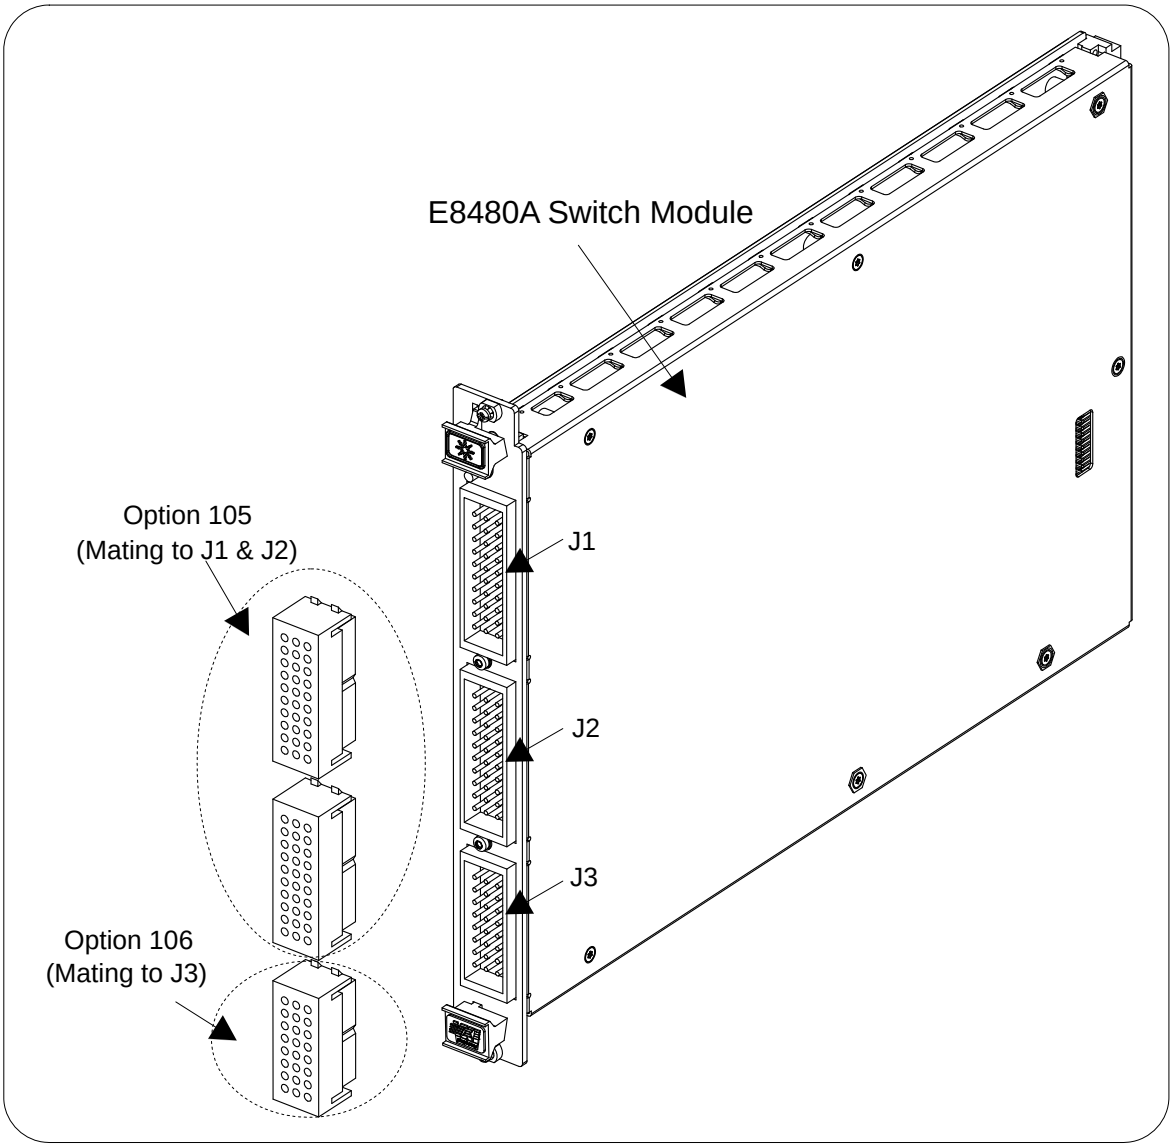
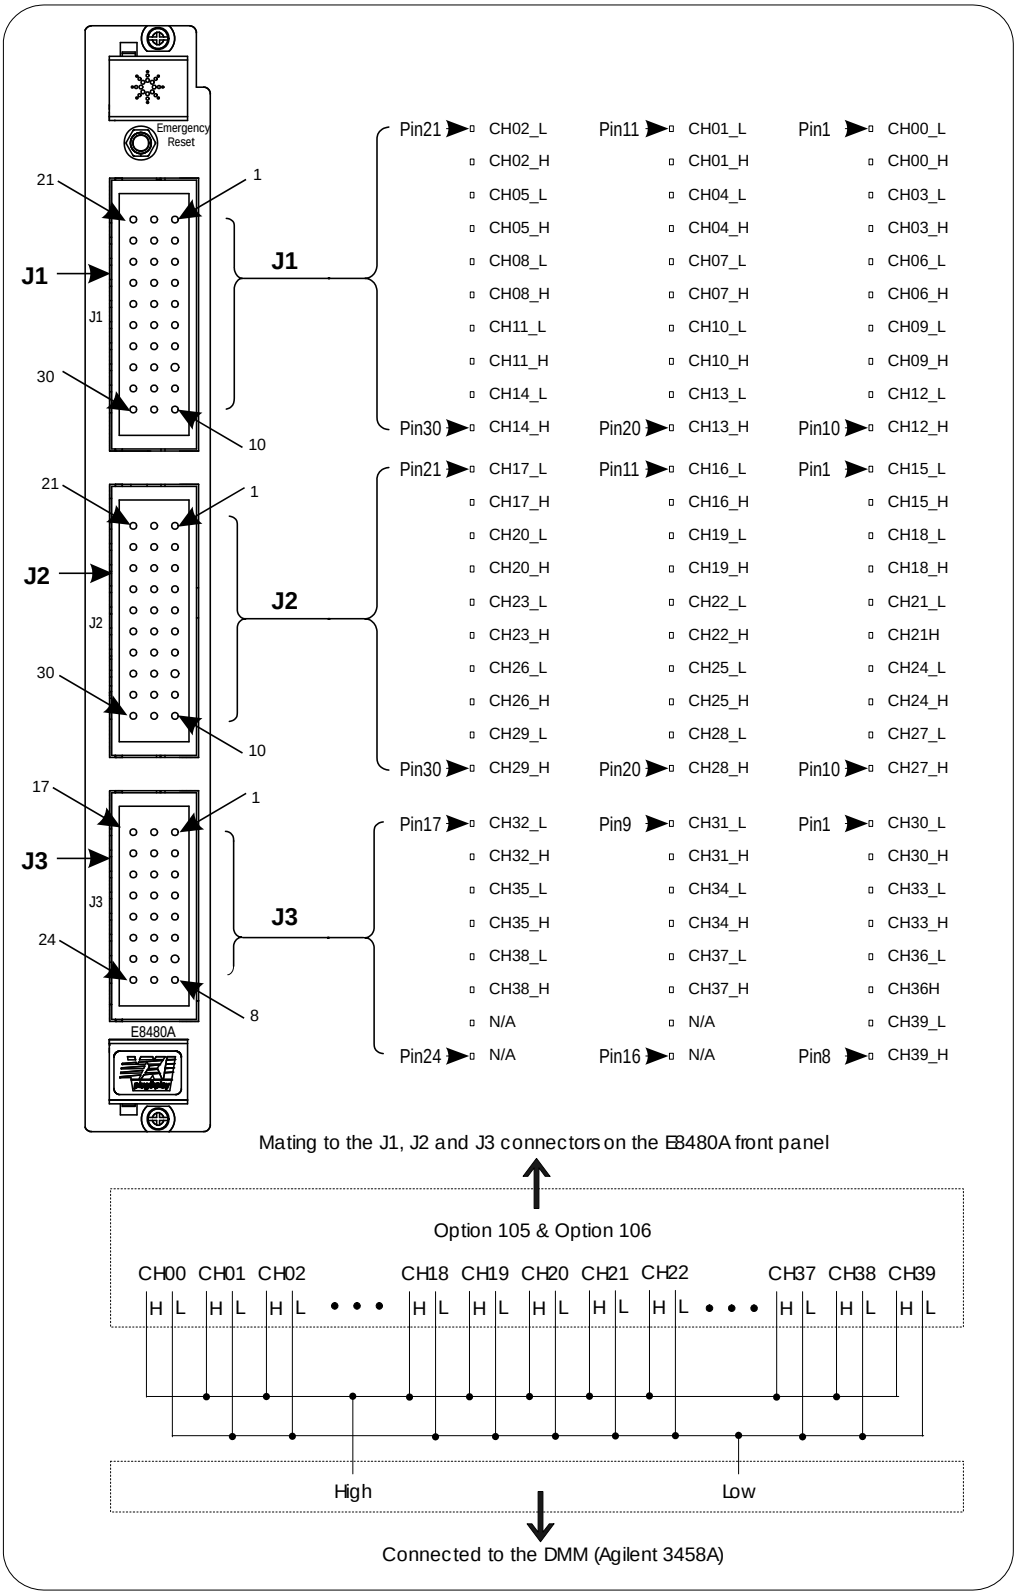
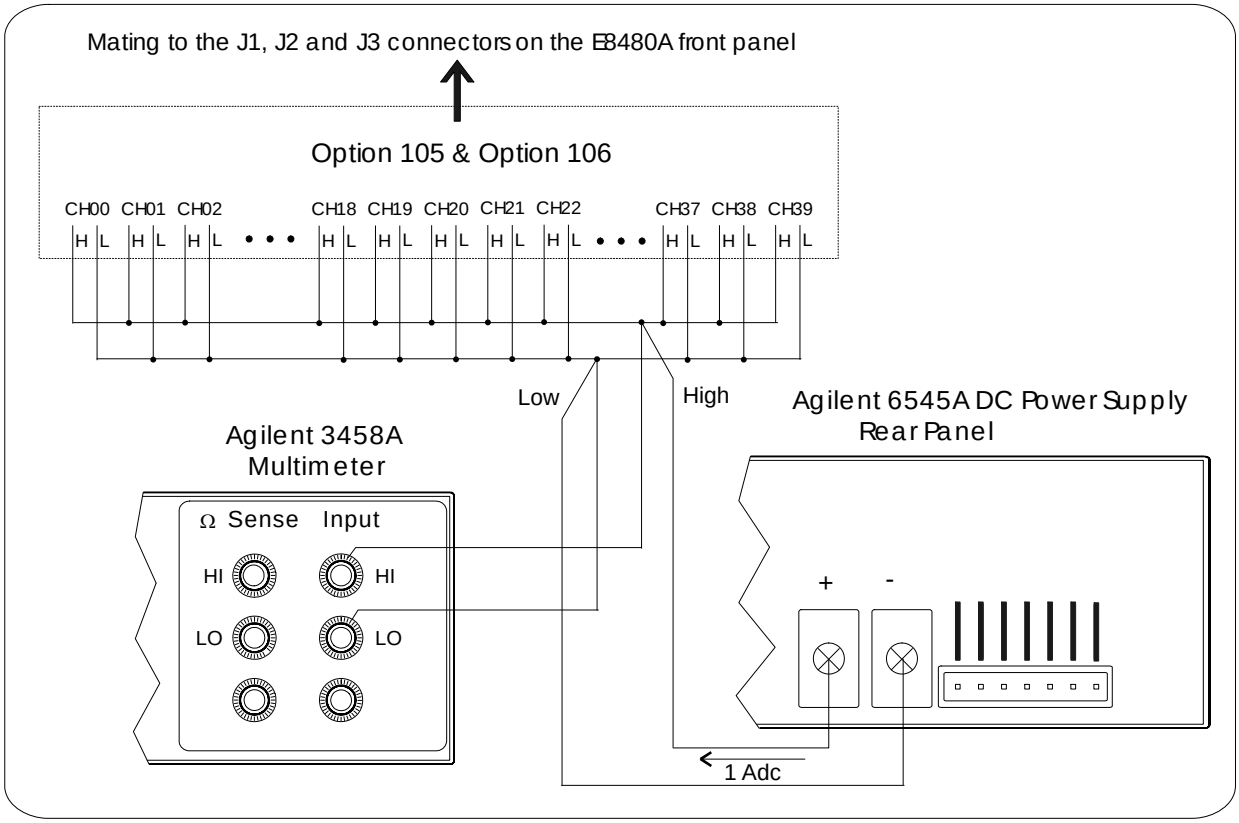
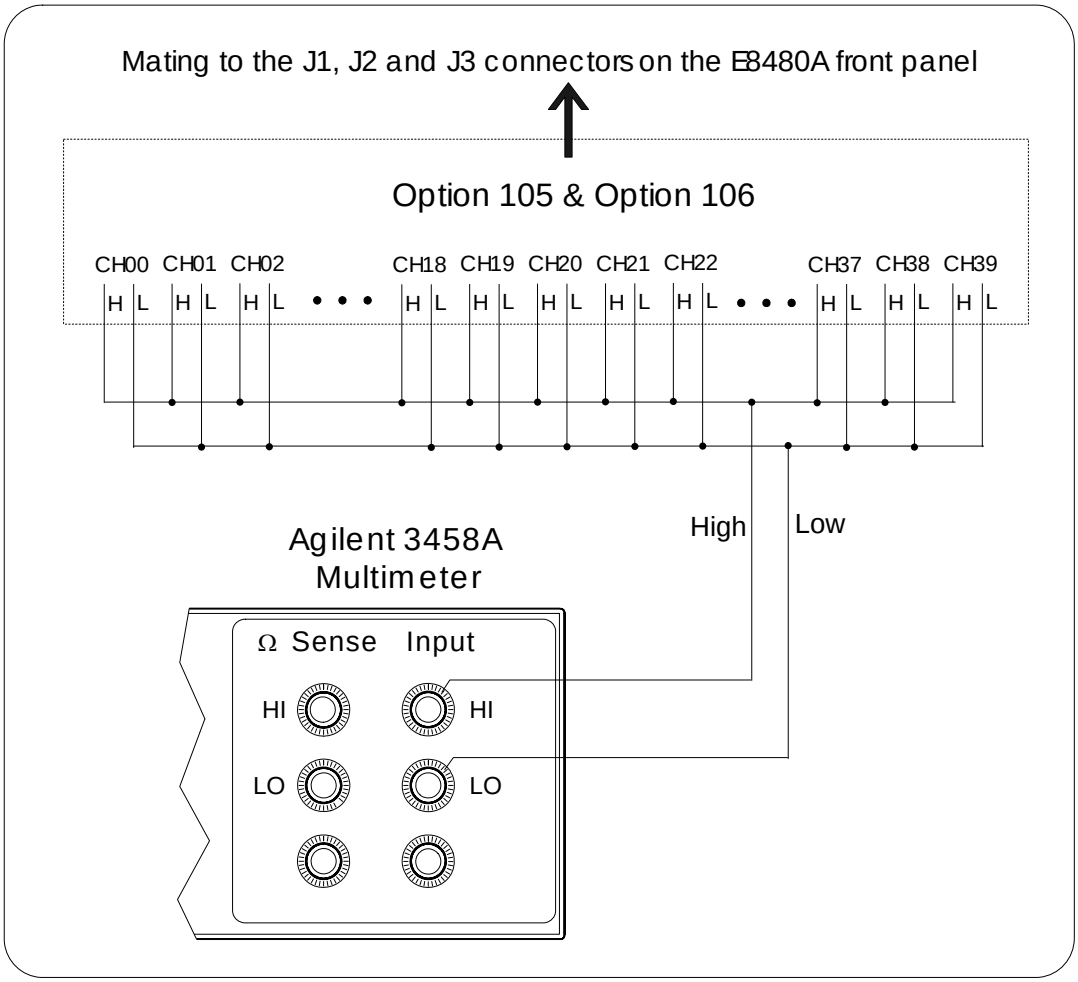

Figure 1-4. Option 105 & Option 106
Figure 2-1. Typical Test Fixture
Figure 2-2. Closed-Channel Resistance (Channel High to Low)
Figure 2-3. Channel High to Channel Low Isolation
User inputs to each channel are made via the separately-ordered female connectors which mate to the male connectors J1, J2, and J3 on the module's front panel (see Figure 1-4). Option 105 contains two 30-pin female connectors for mating to the J1 and J2 male connectors and 60 crimp-and-insert contacts for easily wiring user connections. Option 106 contains one 24-pin female connector for mating to the J3 male connector and 24 crimp-and-insert contacts for easily wiring user connections.
To simplify the following performance verification tests (Closed-Channel Resistance Test and DC Isolation Test), both Option 105 and Option 106 (see Figure 1-4) are required to make the test connections. Option 105 contains two 30-pin female connectors for mating to the J1 and J2 male connectors and 60 crimp-and-insert contacts for accepting test wirings. Option 106 contains one 24-pin female connector for mating to the J3 male connector and 24 crimp-and-insert contacts for accepting test wirings. Figure 2-1 shows the typical connections for the following performance tests, as well as the J1 through J3 connectors pinout matching to the channel numbers.
3. Make hardware connections as shown in Figure 2-2. See Figure 2-1 for the connectors pinout matching to the channel numbers.
3. Make hardware connections as shown in Figure 2-3 to measure the DC isolation resistance for Channel High to Channel Low. See Figure 2-1 for the connectors pinout matching to the channel numbers.